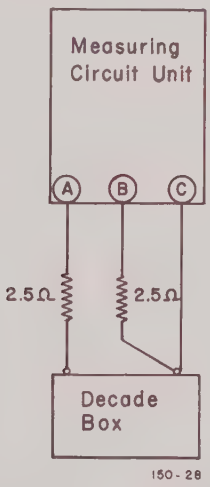

Figure 1. Test Connections.
**c.** Make test connections (Fig. 1):
(1) Connect a copper wire in series with a 2.5 ohm resistor from terminal A on the instrument to either terminal on the decade box.
(2) Connect a copper wire in series with a 2.5 ohm resistor to terminal B, and an independent copper wire to terminal C on the instrument, connect both wires to the other terminal on the decade box.